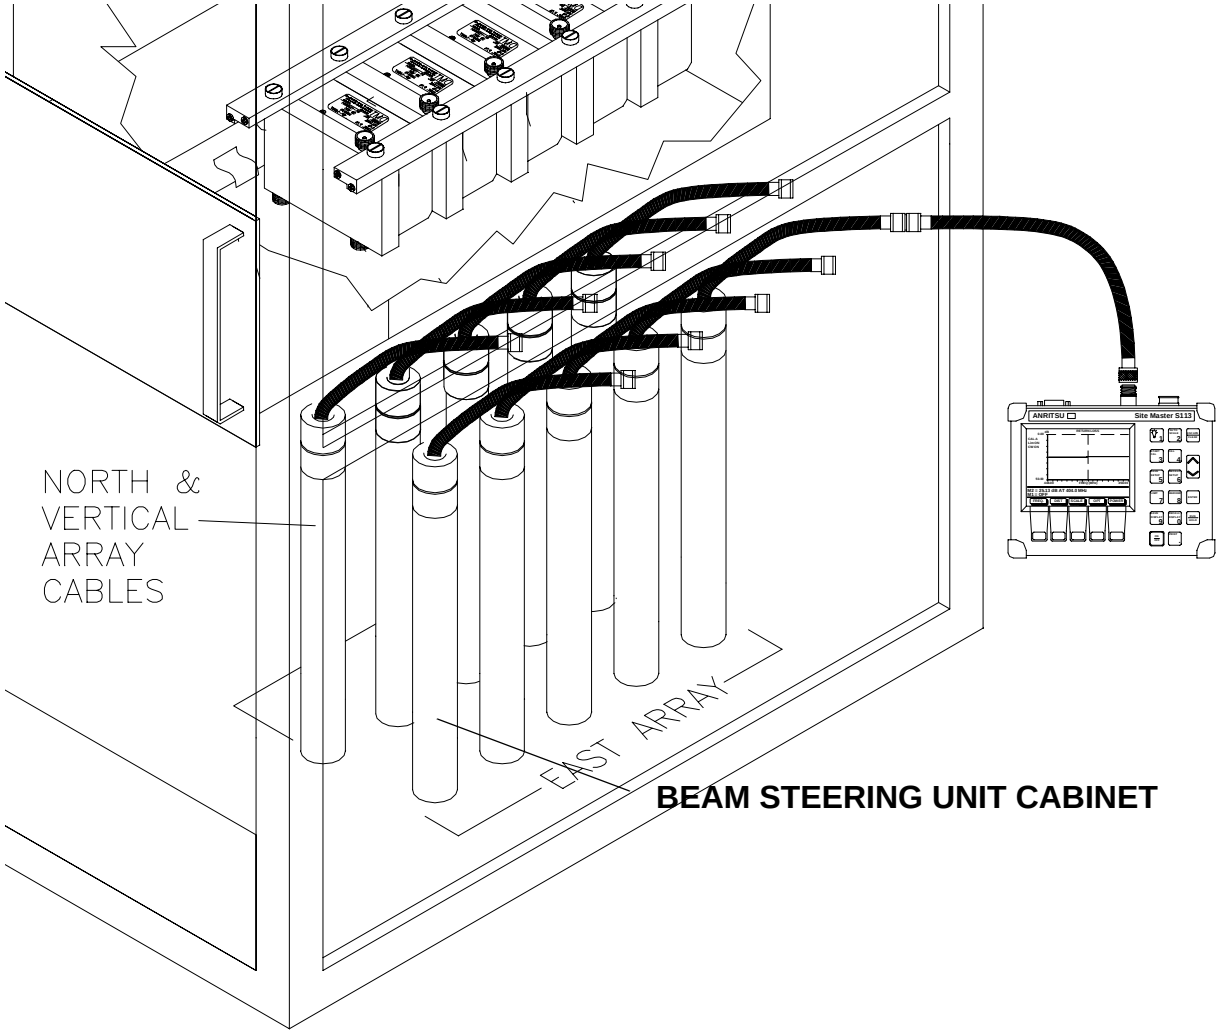

Figure 7-18 Antenna Feed Cable Return Loss Measurement
4. Turn on Anritsu Site Master. Attach "N" type cable with "barrel" adopter on back of unit. Insure top of display is set for "RETURN LOSS" and at bottom of display marker 1 (M1) displays 0.00 at 404.37 MHz as shown in Figure 7-18.